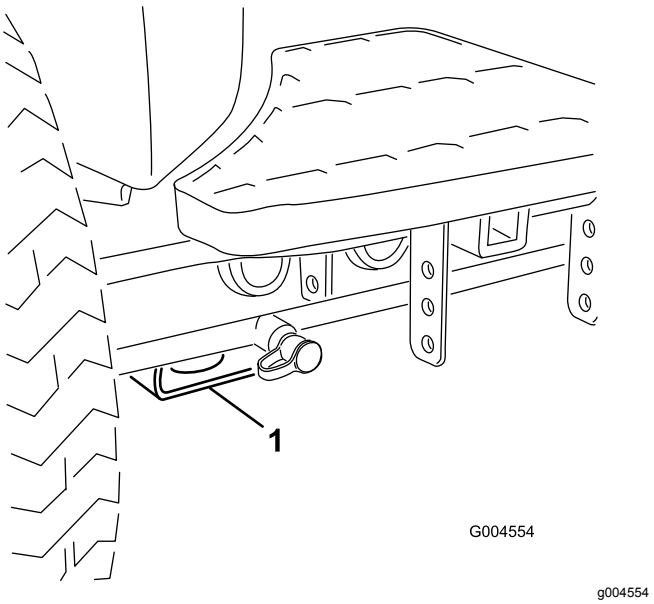

Figur 57
- Foran – rektangulær plate under akselrøret, innenfor hver av de fremre festepunktene (Figur 57).